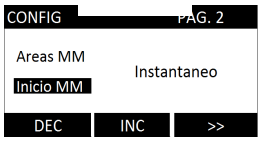

Figura 4
3) Se o modo de áreas desabilitadas estiver ativo, o menu "Inicio MM" permitirá a utilização de três padrões de funcionamento, sendo "Data e Hora", "Instantâneo" e "Manual". Se o usuário quiser alterar o modo de operação, deve pressionar **ALTERA** Esta ação levará ao menu seguinte, onde é possível utilizar as teclas **INC** e **DEC** para selecionar o modo e a tecla **>>** para confirmar a escolha (figura 4);